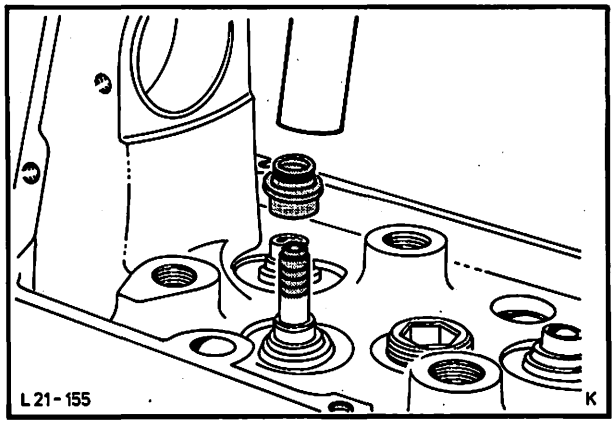

Abb. 222 Ölabschirmringe mit Spezialwerkzeug 21-007 montieren
14. Ölabschirmringe mit Öl benetzen und mit Spezialwerkzeug 21-007, Abb. 222, auf die dafür vorgesehenen Sitze am neuen Zylinderkopf montieren. Klebefolie von Ventilschaft wieder entfernen.